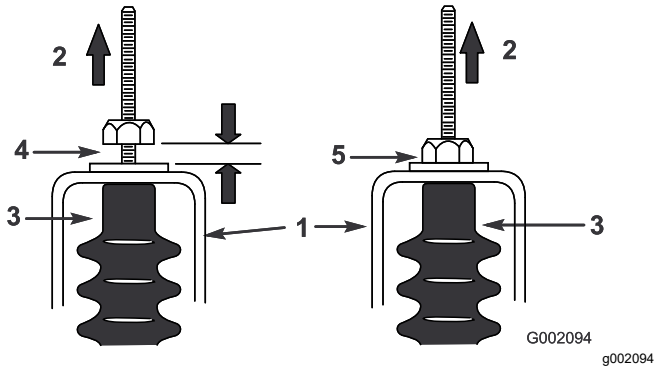

Figuur 62
5. Trek aan beide kabels van het schakelmechanisme en zorg ervoor dat er een ruimte van 0,76 tot 1,52 mm tussen de moer/ring en de beugel van de neutraalstand is (Figuur 62).